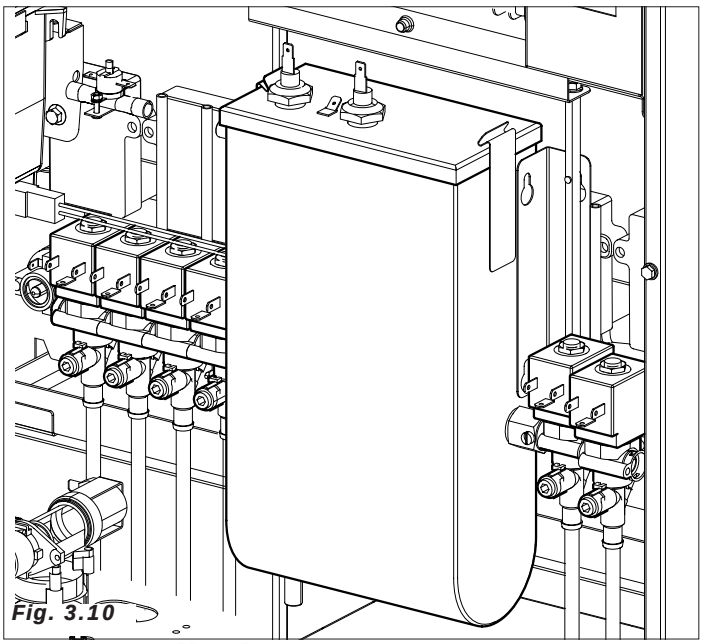
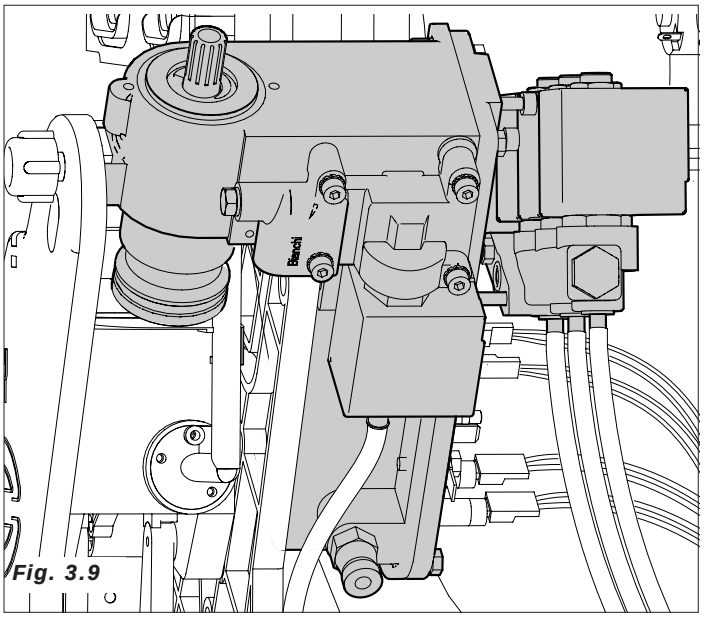

Fig. 3.10
Fig. 3.9
– Se activa la electroválvula fijada sobre la caldera de café *(Fig. 3.9)* o sobre la caldera solubles *(Fig. 3.10)* para introducir la cantidad de agua programada en la batidora;